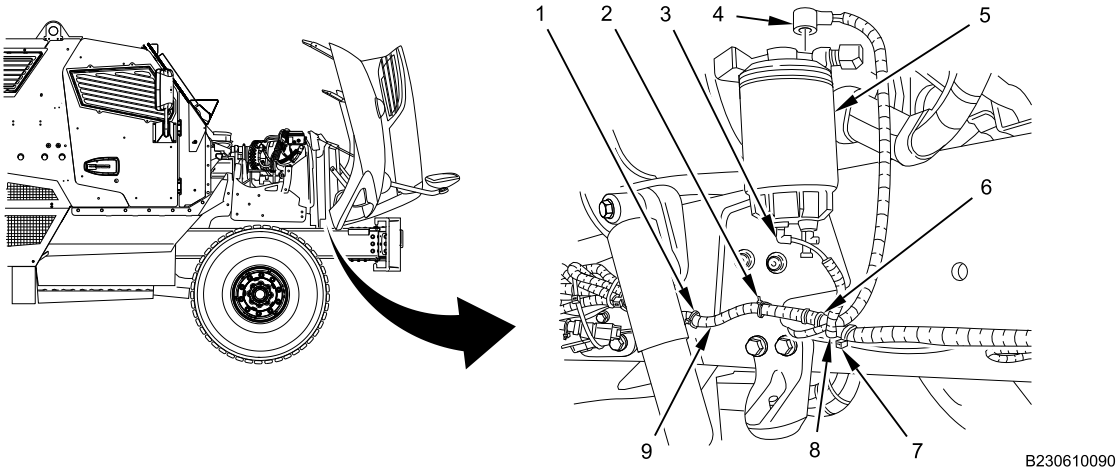

Figure 11. Right Outboard Frame Rail.
19. Remove and discard five cable lock straps (Figure 11, Item 1, 2, 6, 7 and 8) fastening forward chassis harness (Figure 11, Item 9) together.
20. Disconnect fuel heater connector (Figure 11, Item 4) and water probe connector (Figure 11, Item 3) from fuel filter assembly (Figure 11, Item 5).